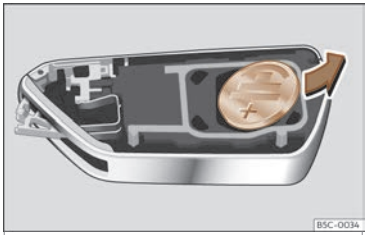

Fig. 75 Clau del vehicle:extracció de la pila.
- Traieu la pila del compartiment amb un objecte fi adequat››› fig. 75.